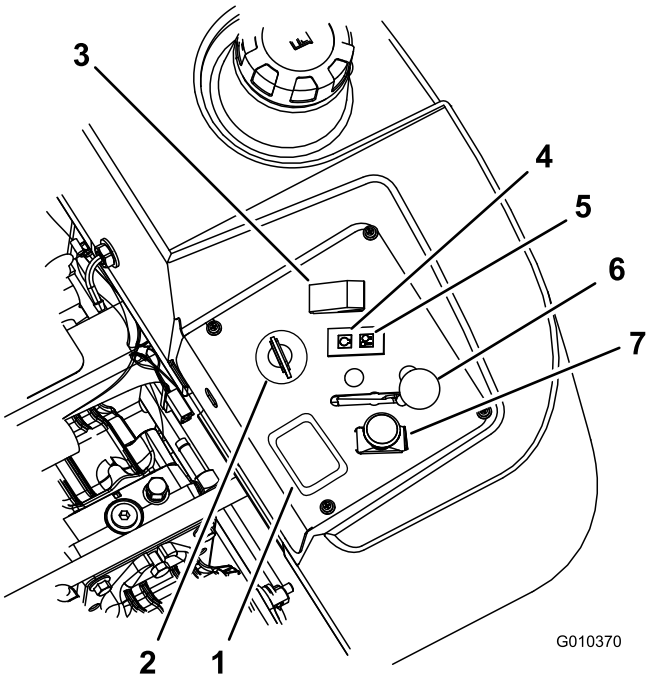

Figuur 13
4. Schakel de aftakas uit (Figuur 13).